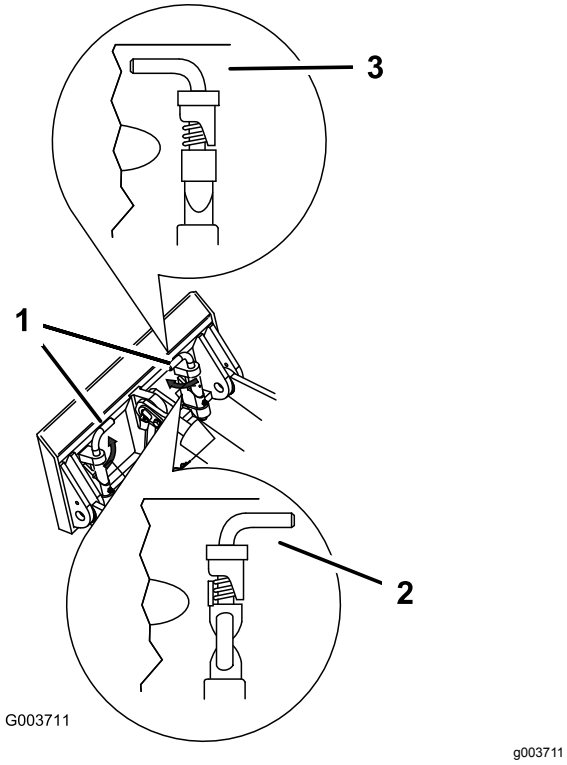

Rysunek 9
7. Załóż sworznie szybkomocujące upewniając się, że zostały całkowicie osadzone w płycie montażowej (Rysunek 9).